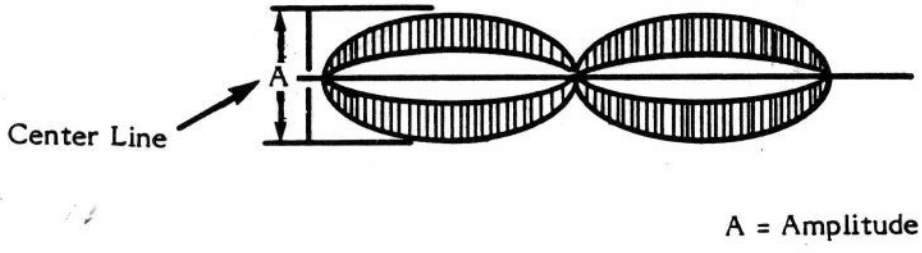

Figure 3-4. Cat's-Eye Pattern
4. When the scope is properly adjusted a cat's-eye pattern similar to Figure 3-4 appears on the scope.